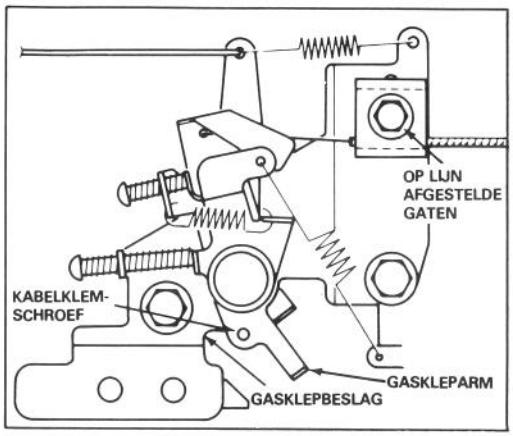

Afbeelding 17
4. Maak de kabelklemschroef los, totdat de gaskabel heen en weer geschoven kan worden (Afb. 17). Trek zachtjes aan degaskabel om speling te verwijderen en draai de kabelklemschroef vast, zodat de afstelling verzekerd is.